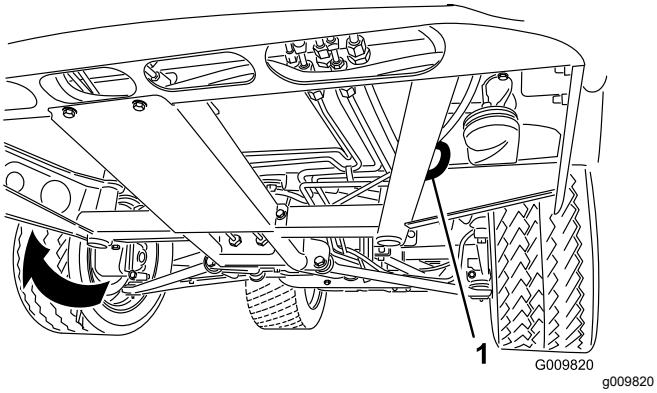
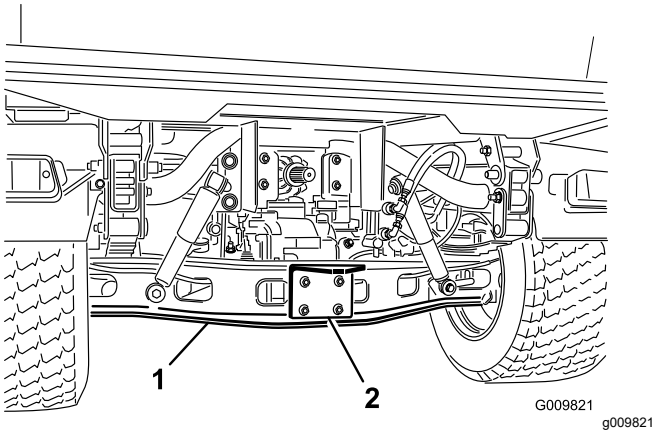

**Figur 19**
**Figur 20**
Se Figur 19 och Figur 20 för fästpunkternas placering på maskinen.
1. Fäst en bogserlina i bogseröglan framtill på maskinens ram (Figur 19).